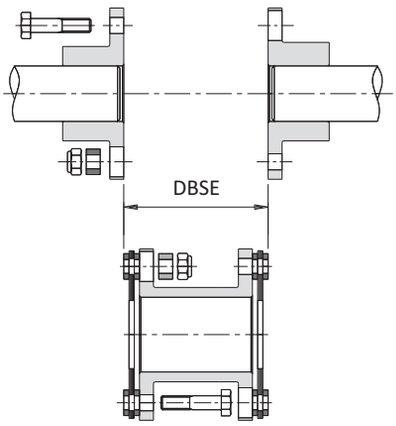

Bild 3
2) Die Kupplungsnaben so auf den Wellen montieren, dass die Stirnflächen der Kupplung parallel sind (die evtl. Zwischenstücklänge einschl. der zwei Lamellenpakete muss gleichlang zum Abstand der zwei Wellen sein) (Bild 3).
Bei Kupplungen mit Zwischenstück kann das Mittelteil (Distanzstück) wie ein schwebendes Gewicht zwischen zwei Federn (Lamellenpaket) betracht et werden. Die Erregung der Eigenfrequenz führt zu Schwingungen des Distanzstückes bis zum Bruch der Lamellen. Um die axiale Eigenfrequenz einzudämmen, ist es ratsam die Distanz zwischen den Nabenflanschen im Vergleich zum nominale Wert "DBSE" von 1,5-2mm zu erhöhen (siehe Bild 3). Somit werden die Lamellenpakete vorgespannt angezogen und die möglichen Schwingungen des Distanzstückes verringert.